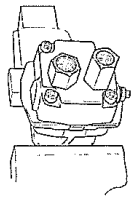

Figure 10
1. Remove the Mounting Flange from the motor body and place hydraulic motor in vise (Figure 10).
2. Remove Tank Port Adapter and Pressure Port Adapter with large crescent wrench or 1-1/16" box end wrench (See Figure 10).
3. Using a 9/16" box end wrench, loosen the nut on the Bypass Adjusting Screw (See Figure 10).